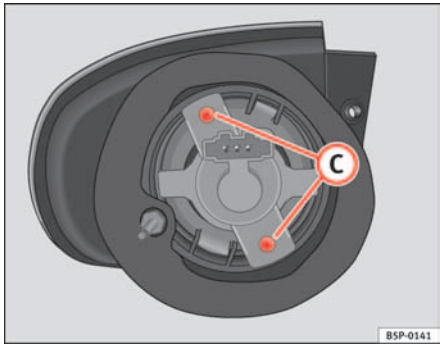

Fig. 183 Indicator lights
– Unscrew the bolts ⇒ page 248, fig. 183 (C) from the lamp holder and pull on this.
– Unscrew the bolts ⇒ fig. 183 (C) from the lamp holder and pull on this.